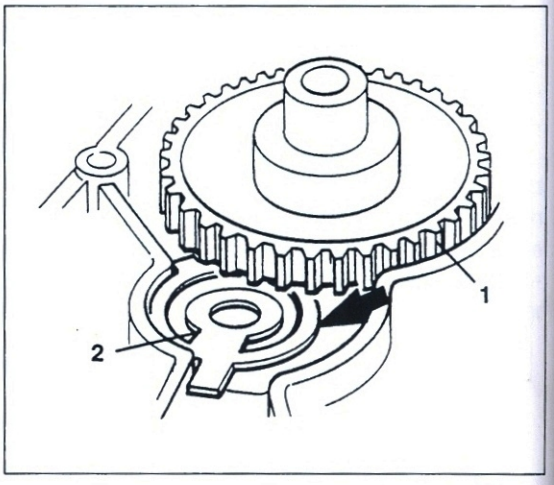

Bild 187 ▶
- Starterzwischenrad ① Bild 187 mit kleinem Zahnrad zuerst in Kurbelgehäuse einsetzen.
- Federblech ② so einlegen, dass grosser Aussendurchmesser (Pfeil in Bild 187) nach oben vorsteht und hinter Freilaufzahnrad liegt.